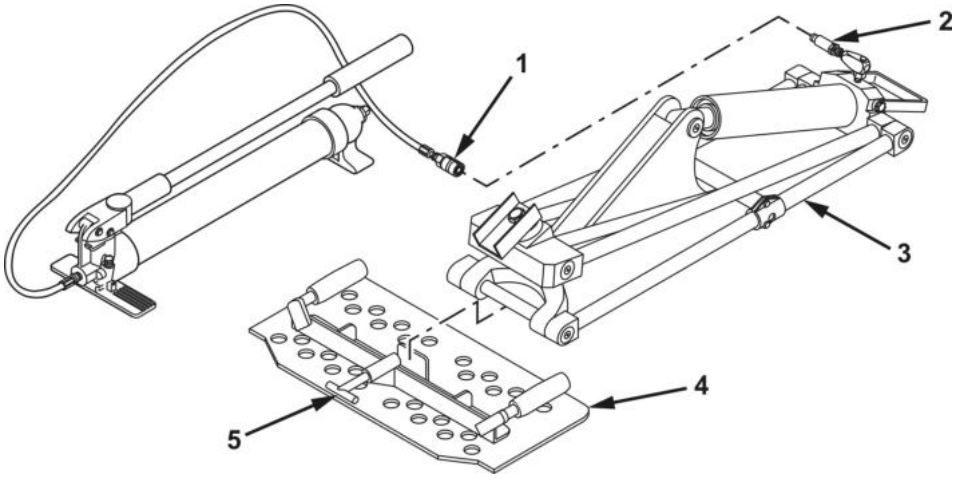

Figure 3. Pump Unit Hydraulic Hose Quick-Disconnect.
3. Connect hydraulic hose quick-disconnect (Figure 3, Item 1) to quick-disconnect (Figure 3, Item 2) on jack unit (Figure 3, Item 3).
4. Pull out T-handle (Figure 3, Item 5) to lock jack unit (Figure 3, Item 3) to base plate (Figure 3, Item 4).